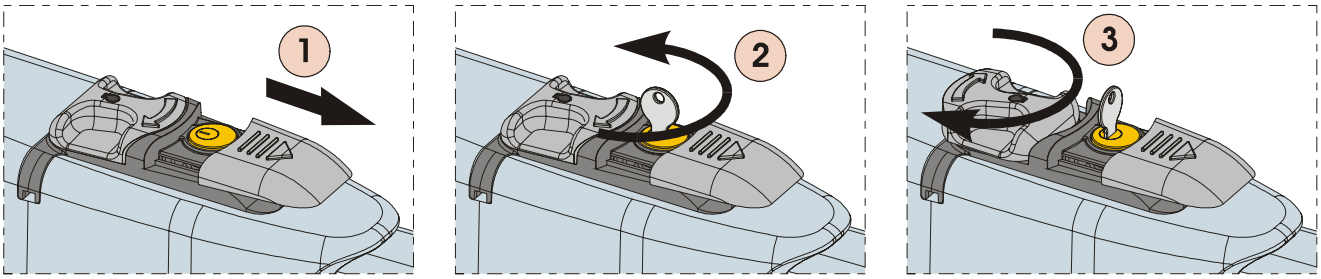

Abb. 26
2) Die Schutzhaube – Abb. 26/1 – gleiten lassen.
3) Den Schlüssel einstecken und um 90° drehen, Abb.26/2.
4) Zur Freigabe des Antriebs den Bedienhebel um 180° in Richtung des auf dem Freigabesystem angegebenen Pfeils drehen, Abb. 26/3.